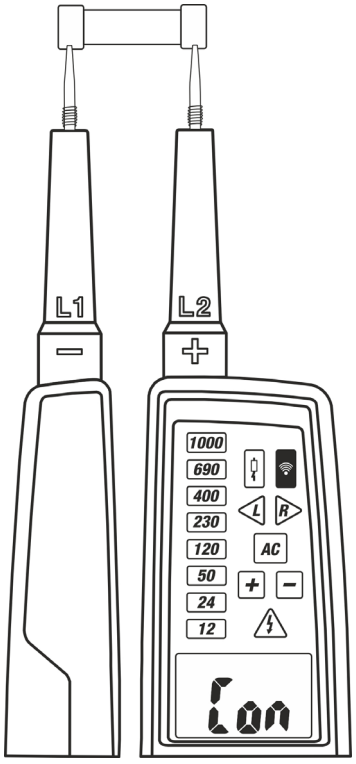

Fig. 9 : Test de Continuité
2. Connecter les embouts **L1** et l'embout **L2** à l'objet à tester (voir Fig. 9)